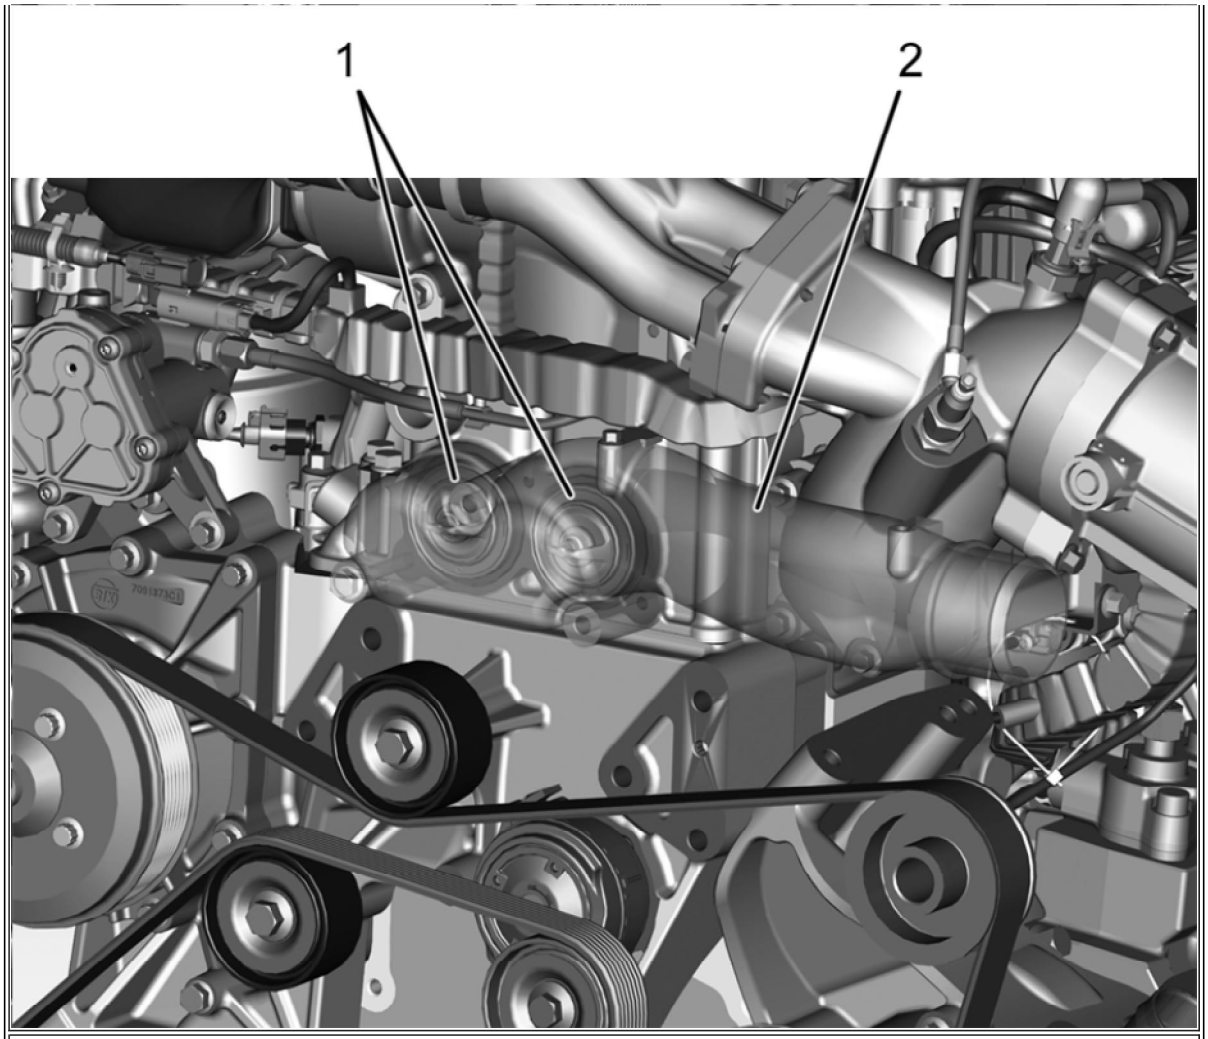
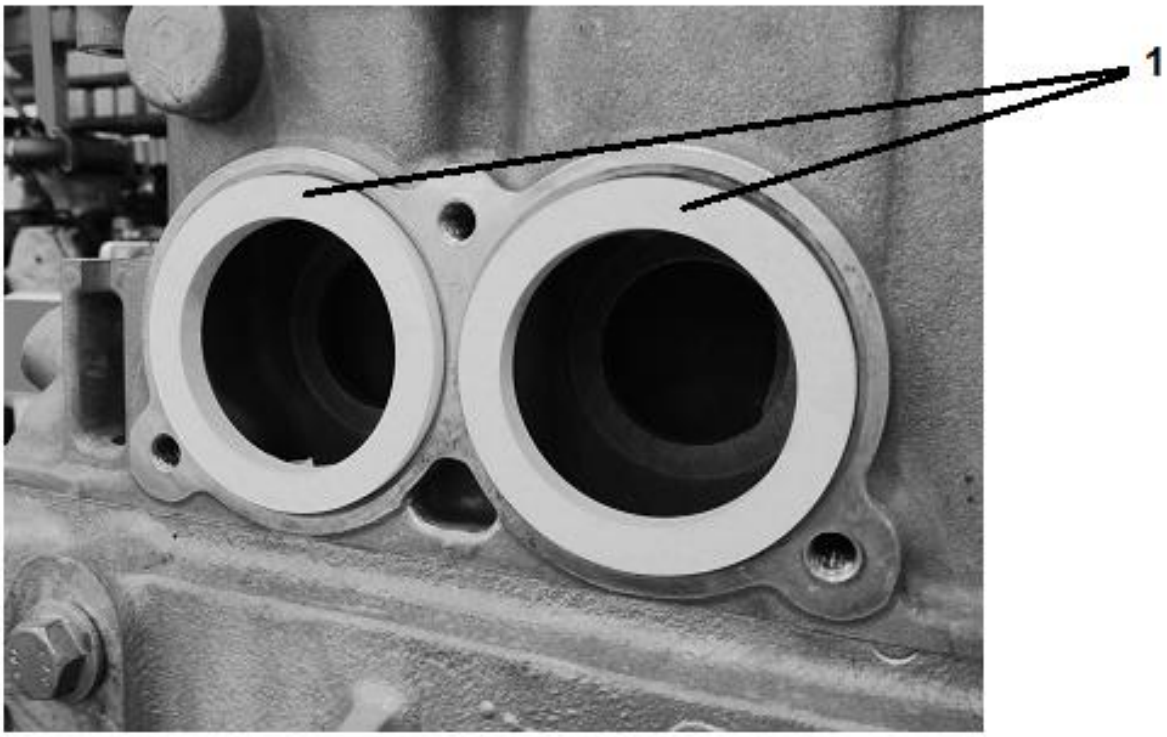

**Figure 3: Thermostat Housing**
**Figure 4: Gasket Installation**
3. Remove thermostat housing (**Figure 3,** Item 2) and thermostats (**Figure 3,** Item 1)
4. Install two rubber gaskets (**Figure 4,** Item 1) and re-install thermostat housing (**Figure 3,** Item 2) and radiator hoses